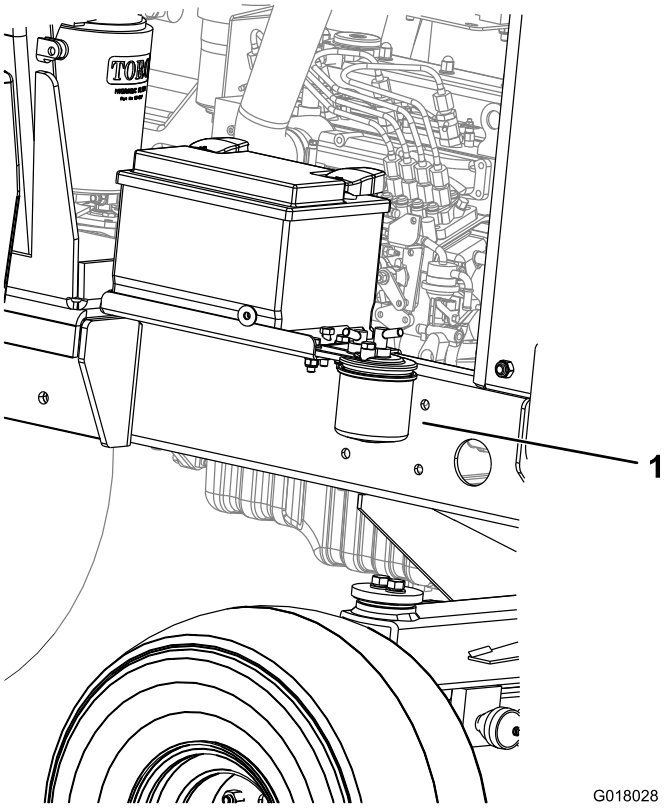

Figuur 52
1. Plaats een schone opvangbak onder de brandstoffilterbus (Figuur 52).